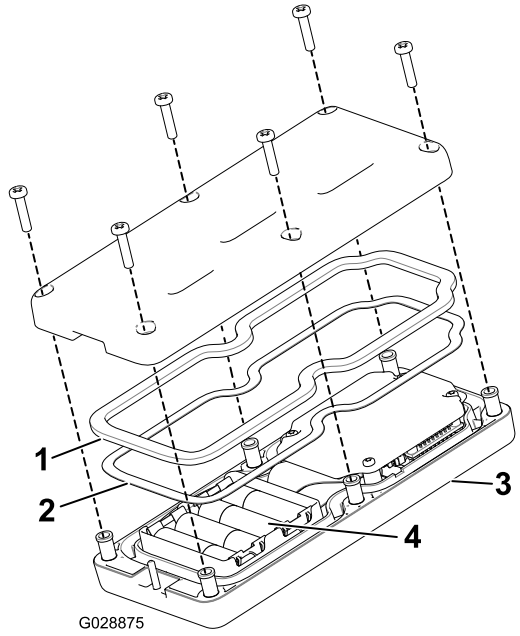

Figur 46
3. Afmonter de seks skruer fra bagsiden af styreenheden, og afmonter dækslet (Figur 46).
5. Placer de nye batterier i batterirummet. Sørg for, at de forbindes rigtigt. (Hvis batterierne ikke installeres korrekt, vil det ikke beskadige enheden, men den vil ikke virke.) I batterirummet findes der mærkater, der viser batteriernes poler (Figur 46).
6. Hvis du utilsigtet fjerner gummipakningen og stålpakningen, skal du forsigtigt sætte dem i kanalen igen i den håndholdte styreenhed (Figur 46).
7. Udskift dækslet, og fastgør det med de seks skruer, du fjernede tidligere (Figur 46), og tilspænd dem til et moment på 1,5 til 1,7 N-m.